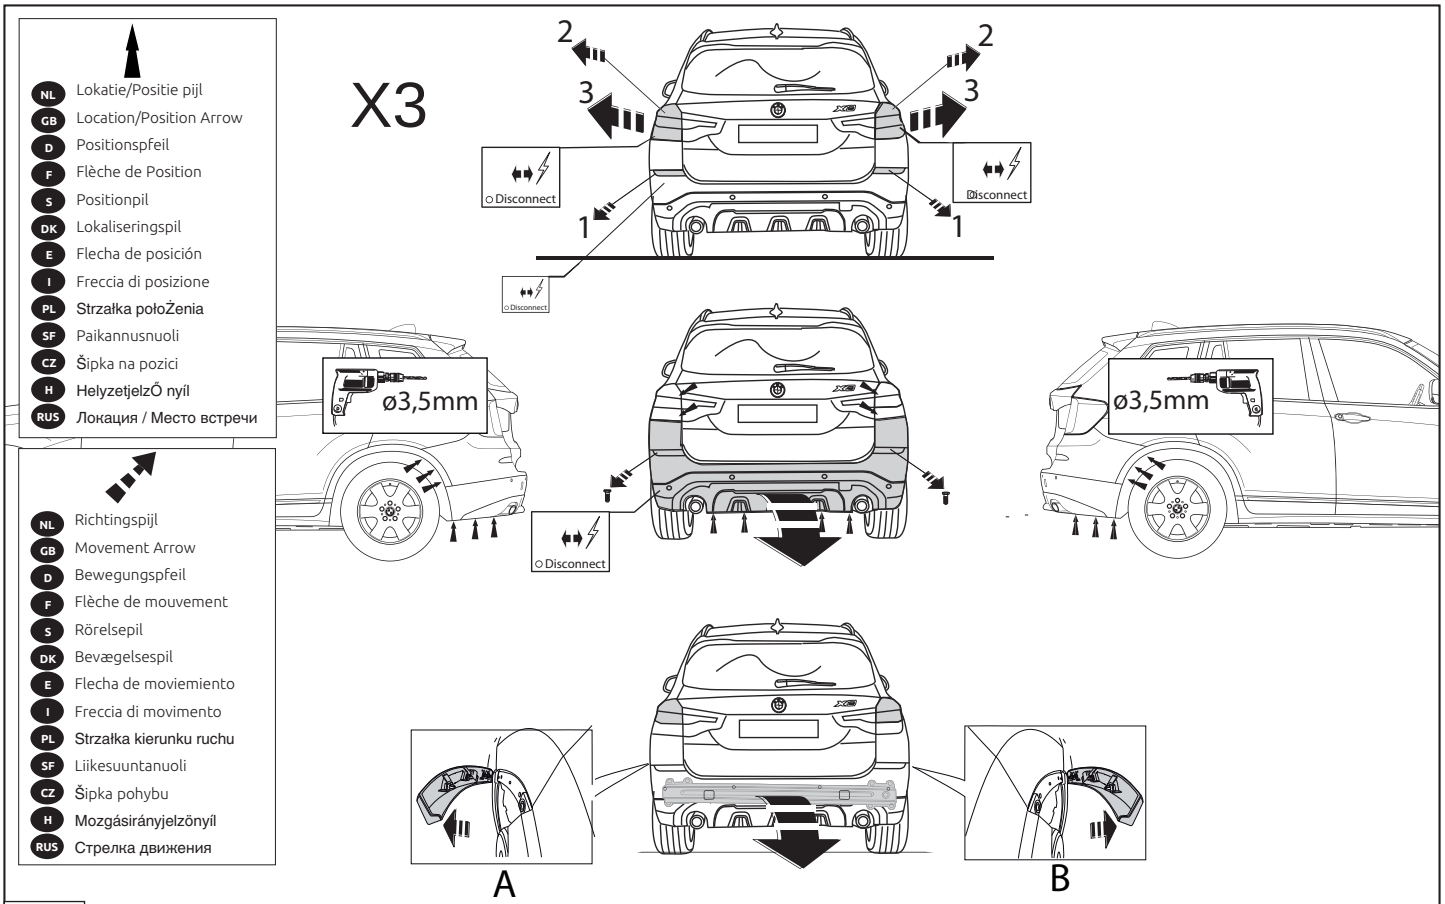

Fig.1
1. Снять оба блока задних фар. Снять бампер вместе со стальным буферным брусом автомобиля; буферный брус больше не понадобится. См. рисунок 1.